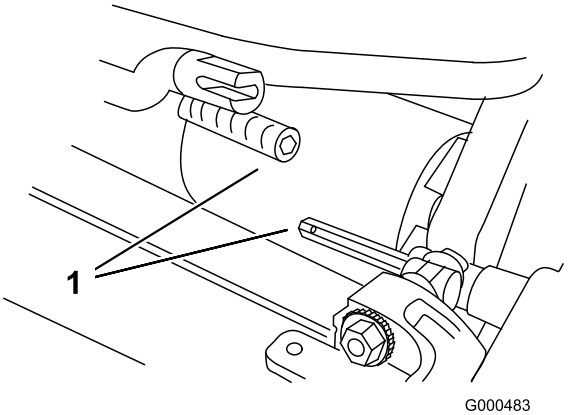

Figure 4
3. Poussez le plateau de coupe sous le groupe de déplacement puis vers la gauche pour engager l'accouplement de la transmission (Figure 4).